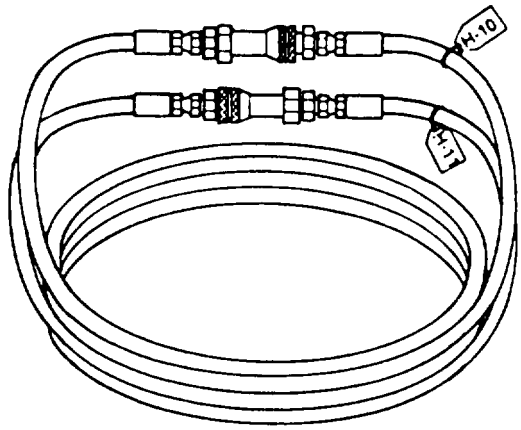

Figure 5-14. *Extension Hoses*
c. Remove two coiled extension hoses (Figure 5-14) from tool box. Their ends are connected together by quick disconnects, and are marked with ID tags reading H-10 and H-11. Take them to right side of vehicle.